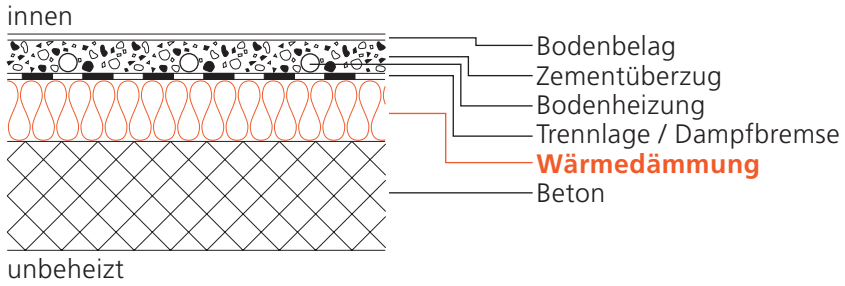

Bild 9
- **Bei Fussbodenheizungen** werden die Schichten oberhalb der Wärmedämmung und der innere Wärmeübergangskoeffizient h_i nicht miteingerechnet (Bild 9).